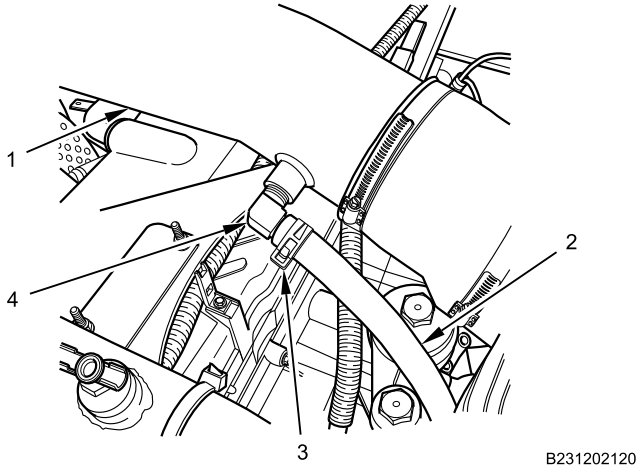

Figure 3. Air Intake Tube Connection.
1. Position clamp (Figure 3, Item 3) on air compressor supply air line (Figure 3, Item 2) .
2. Connect air compressor supply air line (Figure 3, Item 2) at fitting (Figure 3, Item 4) on air intake tube (Figure 3, Item 1).
3. Install clamp (Figure 3, Item 3) where air compressor supply line (Figure 3, Item 2) overlaps fitting (Figure 3, Item 4).